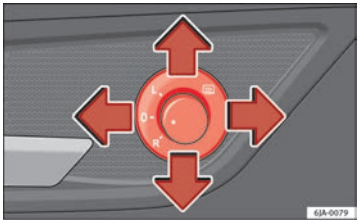

Fig. 69 Door interior: adjuster knob
– Turn the knob to position ⇒ Fig. 69.
– Turn the knob to position L ⇒ Fig. 69. The mirror movements are the same as those of the knob.
– Turn the knob to position R ⇒ Fig. 69. The mirror movements are the same as those of the knob.